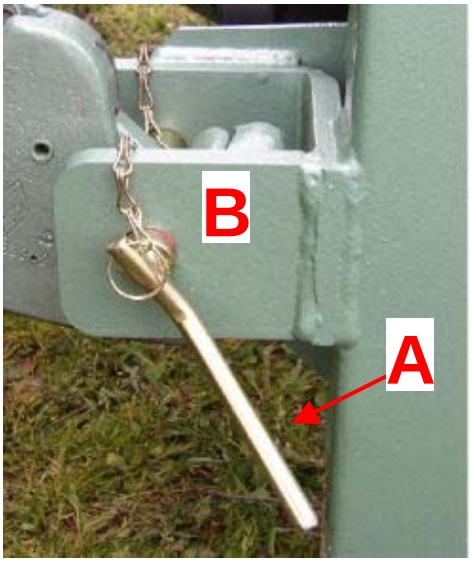

Figure 1
- Déposez les axes d'attelage supérieur et inférieur sur le vibreur (figure 1 et 2, repère A).
- Reculez le tracteur jusqu'à ce que les bras inférieurs de l'attelage du tracteur soient seulement quelques cm sous l'attelage du vibreur (figure1, repère B).